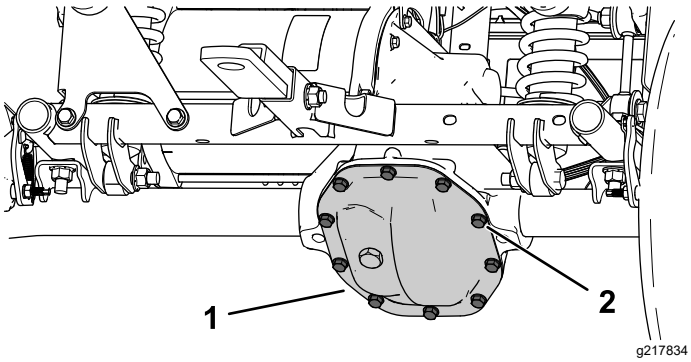

Bild 49
1. Stellen Sie eine Auffangwanne unter die Getriebeabdeckung (Bild 49).
2. Entfernen Sie die Schrauben von der Getriebeabdeckung und lassen Sie die Flüssigkeit ganz ab (Bild 49).